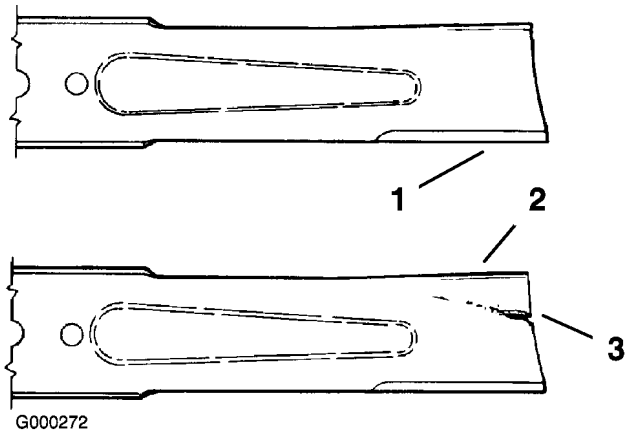

Figur 76
1. Undersøk kniveggene (Figur 76). Hvis kniven er sløv eller hvis det er hakk i den, må den tas av og kniveggen slipes. Se Slipe knivene
2. Undersøk knivbladene, spesielt buen (Figur 76). Hvis du finner skader, slitasje eller ser at det begynner å dannes spor i denne delen av kniven (Figur 76), må den skiftes ut øyeblikkelig.